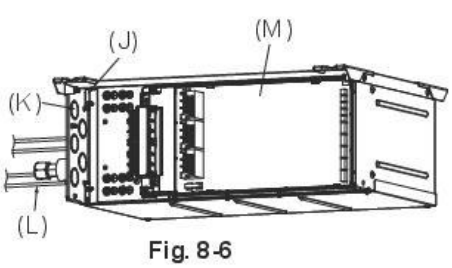

Fig. 8-6
- **Cuando recorte los orificios semiperforados de la placa de conducto, tenga cuidado de no producir ninguna deformación o distorsión en la placa. Asimismo, asegúrese de que no quede ningún hueco entre la placa y los tubos de conducto o los orificios de conducto, ya que podría producirse una avería de la tarjeta controladora debido a la invasión de pequeñas criaturas o insectos. (Fig. 8-6)**